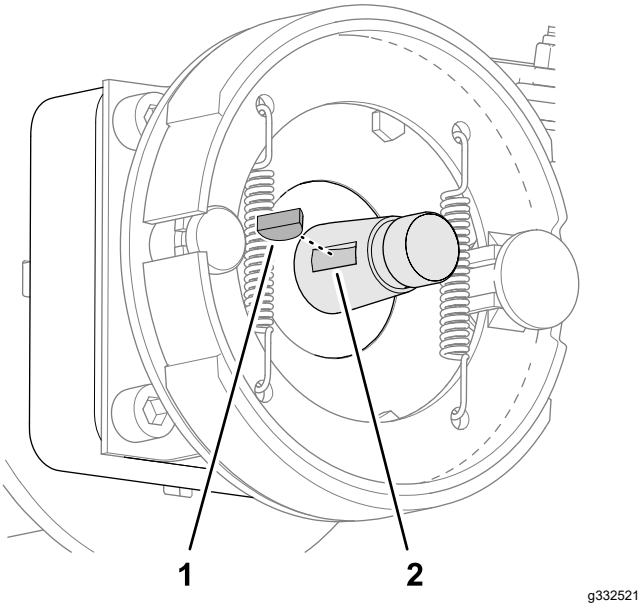

Figuur 71
2. Plaats de schijfspie in de gleuf van de wielmotoras (Figuur 71).